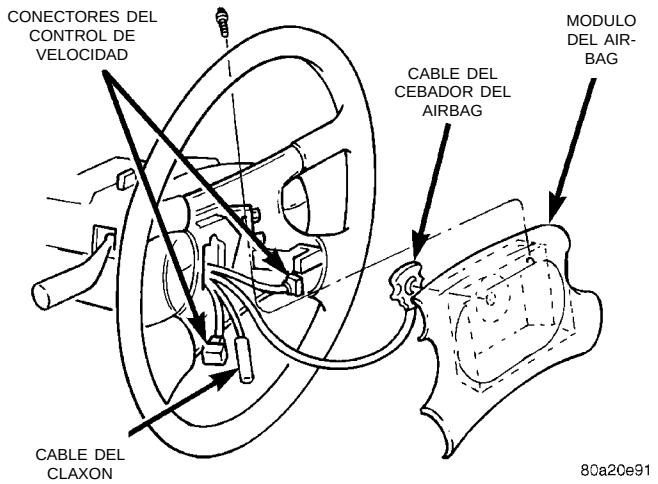

Fig. 22 Módulo del Airbag del conductor
(1) Desconecte y aísle el cable negativo de la batería
(2) Retire los conmutadores del control de velocidad o las cubiertas del inducido del volante de dirección y desconecte los cables.
(3) Retire los dos pernos de fijación del módulo del Airbag del conductor de los lados del volante de dirección (Fig. 22).
(4) Eleve el módulo y desconecte el cable del claxon y el conector del cable del cebo eléctrico del Airbag.
(5) Retire el módulo del Airbag del conductor.
(6) Cuando se reemplaza un módulo de Airbag del conductor, también debe reemplazarse el muelle de reloj. Para informarse del procedimiento correcto, consulte Desmontaje e instalación del muelle de reloj.